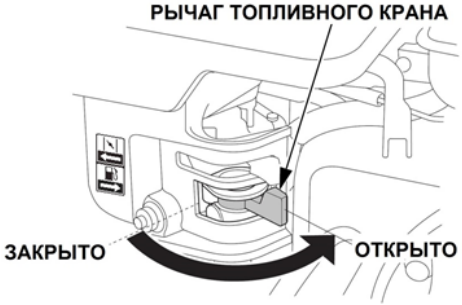

Рис. 13 Рычаг топливного крана
2. Откройте топливный кран. Для этого переведите рычаг топливного крана в крайнее правое положение (Рис. 13)